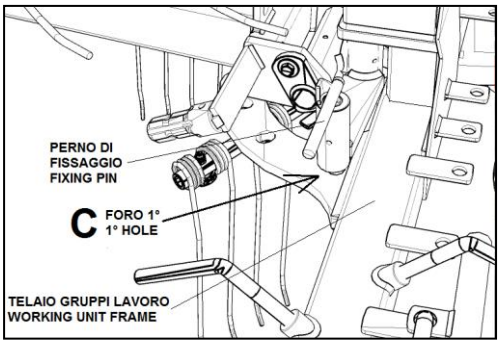

fig.6C
4. **Fig.6C** - Controllare che il telaio gruppi di lavoro sia bloccato, mediante perno a maniglia, nel foro 1° (**C**).
4. **Fig.6C** - Verify that the working unit frame is locked, by means the handle pin, in 1st hole (**C**).